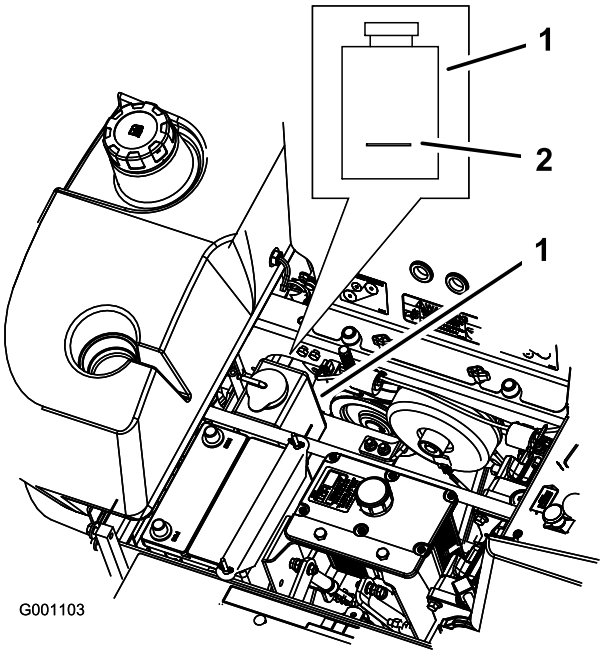

Figur 55
3. Kontroller, at motorkølervæsken ikke løber over. Væskestanden skal nå op til mærket på beholderens yderside (Figur 55).
4. Hvis kølervæskestanden er lav, skal du tilføre en 50/50-blanding af antifrostopløsning med forlænget levetid/Dex-Cool® og vand i beholderen (Figur 55).
5. Hæld 50/50-kølervæskeblandingen i beholderen, og fyld op til indikatorlinjen på beholderen (Figur 55).